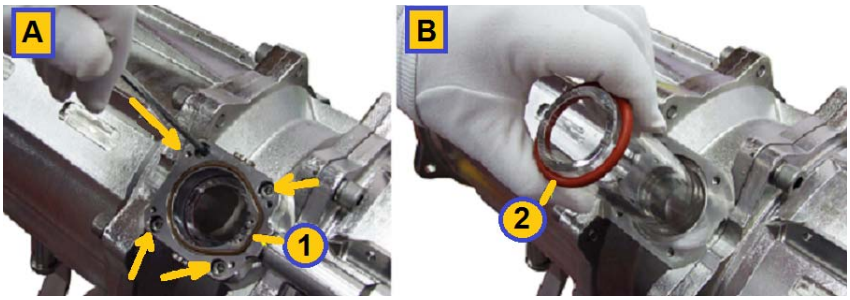

Figure 10-12: Replacing the Lamp's quartz tube (Generic View 1)
Under normal environmental conditions, the quartz tube's rubber O-rings (as shown in view B in **Figure 10-12** above) must be replaced once a year even if they pass visual inspection. For environments where the water temperature is above 70°C (160°F), the quartz tube's O-rings must be replaced quarterly, for which after the first year, O-rings may require replacement less frequently. For more information, consult your Atlantium representative.
- Two O-rings (See view **B** in **Figure 10-12** below)
Step 16. Mount the new O-ring onto the quartz tube (as shown in view **B** in **Figure 10-12** above) and insert the tube into the Unit. Make sure it is centered.